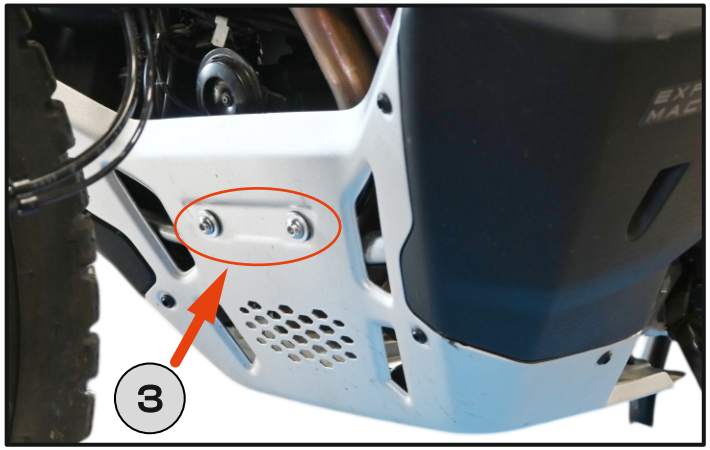

Fig. 4
3. Unscrew the bolts from the front section of the cover. **[Fig. 4]**